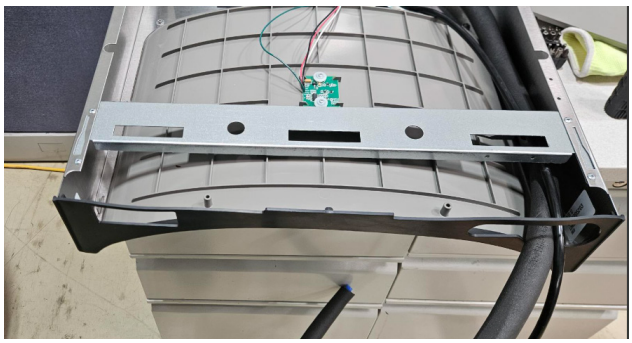

Fig. 10
6) **Install gasket on bottom of bottle filler tower** by pushing detents into place (See Fig 10).